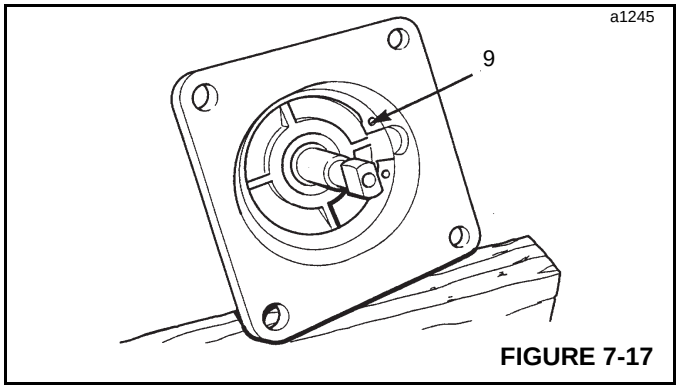

FIGURE 7-17
9. Loosen worm drive clips and remove rubber boot from lever turret. Remove spring retaining ring (9, Figure 7-17).